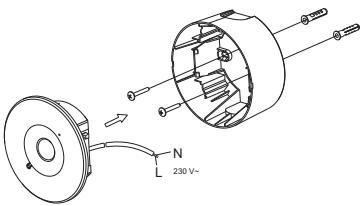

Рисунок 8 – Накладной монтаж ДПА 140
4.5.4 Возможен накладной монтаж ДПА 140 на стену, потолок с креплением через корпус (рисунок 8).